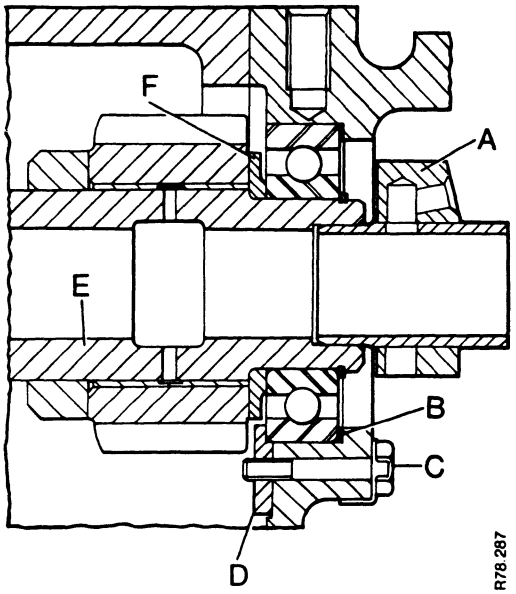

FIGURE 63. TOPSHAFT CLEARANCE ADJUSTMENT
1. Remove the shims from between the rear end plate and rear bearing. See B Figure 63.